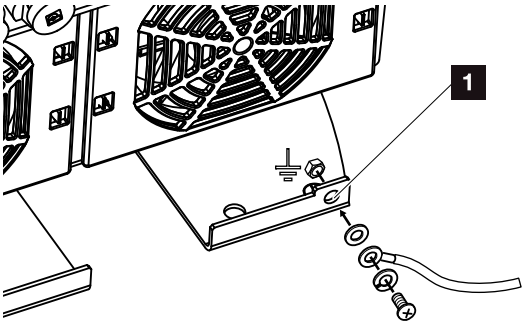

Fig. 23: Ligação PE exterior específica do país
11. Em países nos quais é obrigatória uma segunda ligação PE, ligue essa ligação ao local assinalado no exterior da caixa. **Fig. 23, pos. 1**